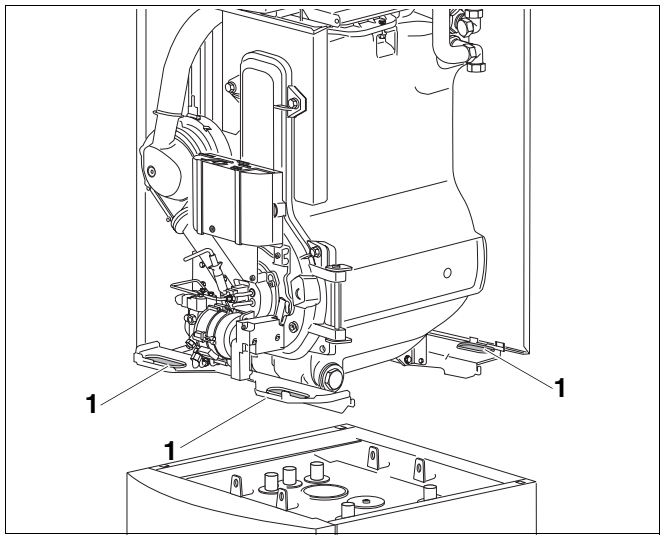

Rys. 9 Podnoszenie kotła grzewczego na podgrzewacz
- Kocioł grzewczy podnieść na zasobnik chwytając za uchwyty (rys. 9, **poz. 1**).